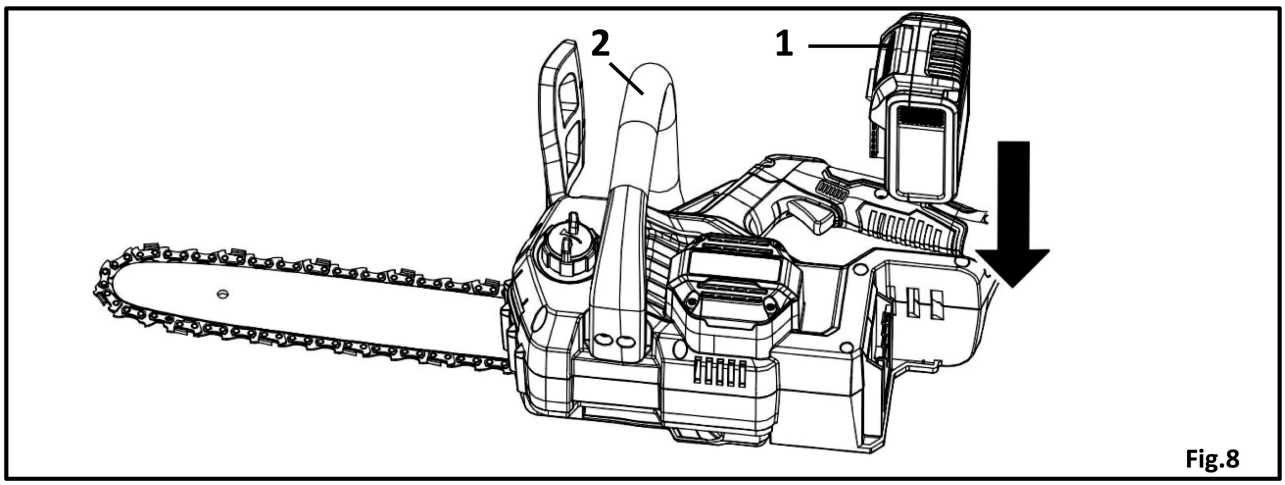

Fig.8
BATTERY PACK (See figure 8)
• Fit the battery pack into the chain saw .(see figure 8)